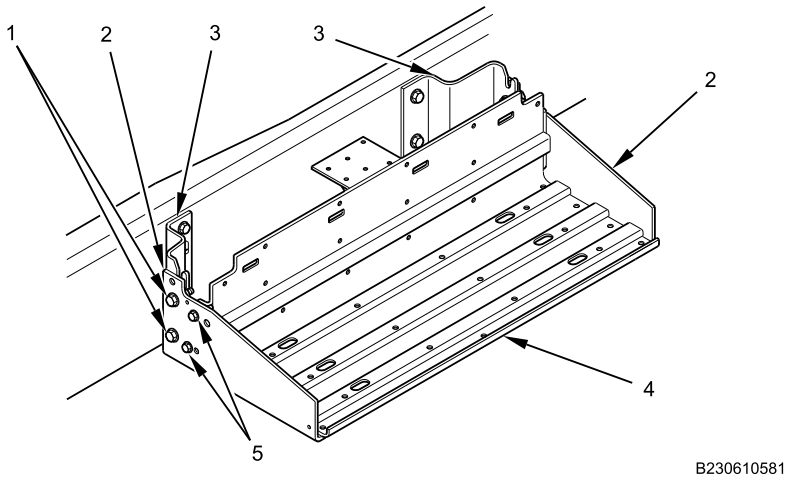

Figure 5. Battery Tray Installation.
3. Install left and right battery box support brackets (Figure 5, Item 2) on rear battery support brackets (Figure 5, Item 3) with four left and right battery box support brackets bolts (Figure 5, Item 1) and nuts.
4. Install battery tray (Figure 5, Item 4).
5. Install four battery tray nuts and bolts (Figure 5, Item 5) on left and right battery box support brackets (Figure 5, Item 2). Tighten bolts securely.